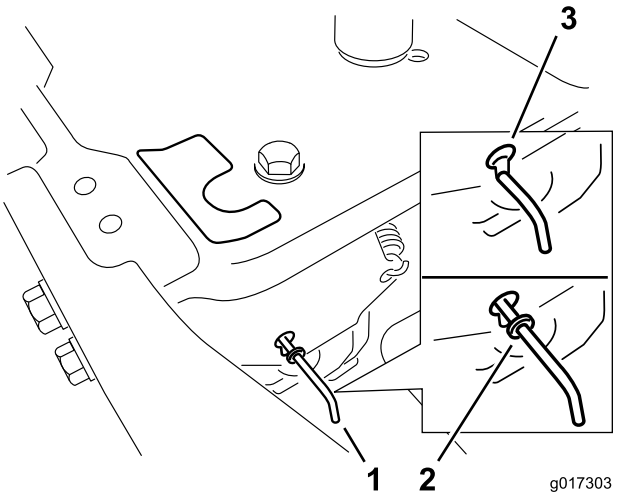

Figur 24
4. Flytt omløpsspakene forover gjennom nøkkelhullet og ned for å låse dem i denne stillingen Figur 24.
Flytt de to omløpsspakene bakover gjennom nøkkelhullet og ned for å låse dem i denne stillingen som vist i Figur 24.